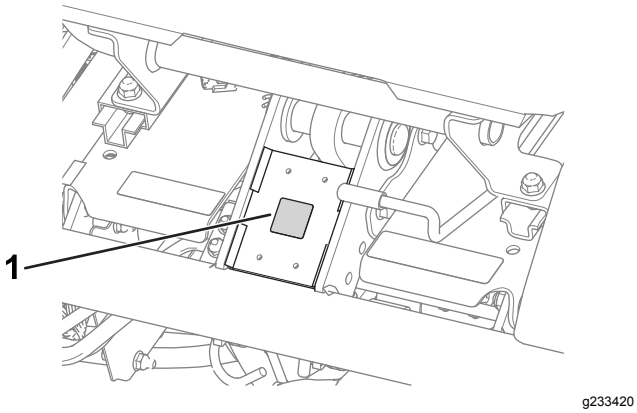

Figur 11
- Monter CE-merket (delenr. 93-7252) til rammen under forsiden av setet (Figur 11).